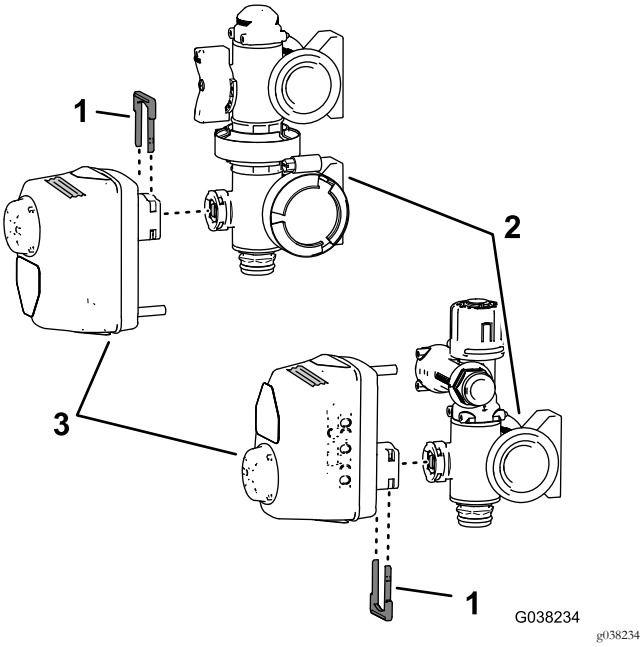

Figura 52
2. Retire o retentor que fixa o atuador da válvula à válvula do coletor e afaste o atuador da válvula (Figura 52).